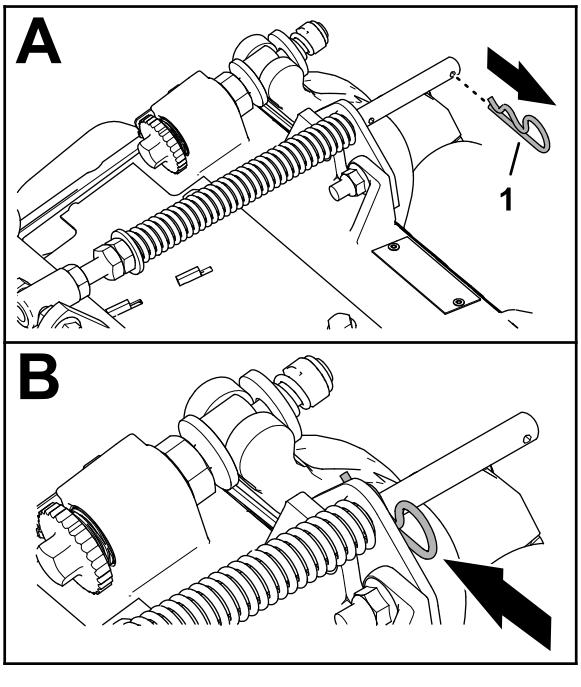

Figura 6
1. Dacă tiftul în formă de agrafă este montat în orificiul din spatele tijei arcului de compensare, îndepărtai tiftul i introducei-l în orificiul din apropierea suportului (Figura 6).